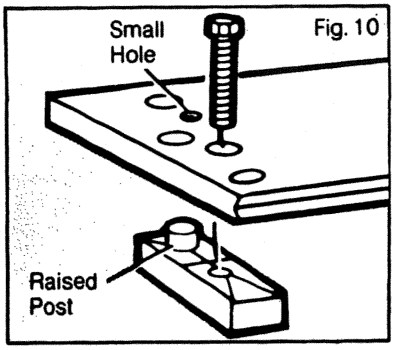

Fig. 10
11. Now select the Rear Jaw (C) and the two remaining Top Blocks (K). Position the blocks on both sides of the top of the Frame so that the hex shaped recesses fit over the hex shaped portions of the Indexing Nuts and the raised posts are toward the rear of the Workmate, as shown in Figure 10.
12. Place the Rear Jaw across the two Top Blocks in such a way that the small holes (only one shown in Figure 10) fit over the raised posts on the Top Blocks. The other holes in the figure must align with the front holes in the blocks and the Indexing Nuts beneath them.
13. Insert the remaining two screws (L) in the holes indicated in Figure 10. Insert them down through the Rear Jaw, through the Top Block and into the Indexing Nuts in the Frame. Tighten securely using the Plastic Socket Wrench, as shown in Figure 8.